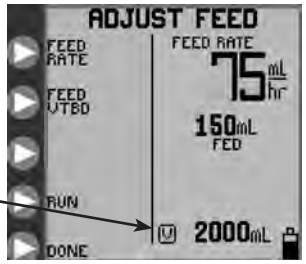

Rysunek 11A. Menu ADJUST FEED (USTAWIANIE PŁUKANIA).
W ciągłym trybie żywienia **(CONTINUOUS)** w menu początkowym jest dostępna opcja **ADJUST FEED (USTAWIENIE ŻYWIENIA)** (Rysunek 7A dla zestawów samo żywienie lub Rysunek 7B dla zestawów żywienie i płukanie). Wybranie tej opcji pozwala zaprogramować parametry żywienia w oknie **ADJUST FEED (USTAWIENIE ŻYWIENIA)**, Rysunek 11A.
UWAGA: Po ustawieniu parametru **FEED VTBD** pozostała ilość preparatu do podania (pozostałe VTBD) zostanie wyświetlona obok ikony [V] w prawej dolnej części ekranu (Rysunek 11A). Jeżeli w trakcie podaży parametr **FEED VTBD** zostanie zmieniony w trybie ***HOLDING (WSTRZYMANIE)***, to pompa wznowi podaż i dostarczy całą ilość pokarmu zgodnie z nowym ustawieniem parametru VTBD.
- **ADJUST FEED (USTAWIENIE ŻYWIENIA)** w trybie ciągłym (Rysunek 11A)